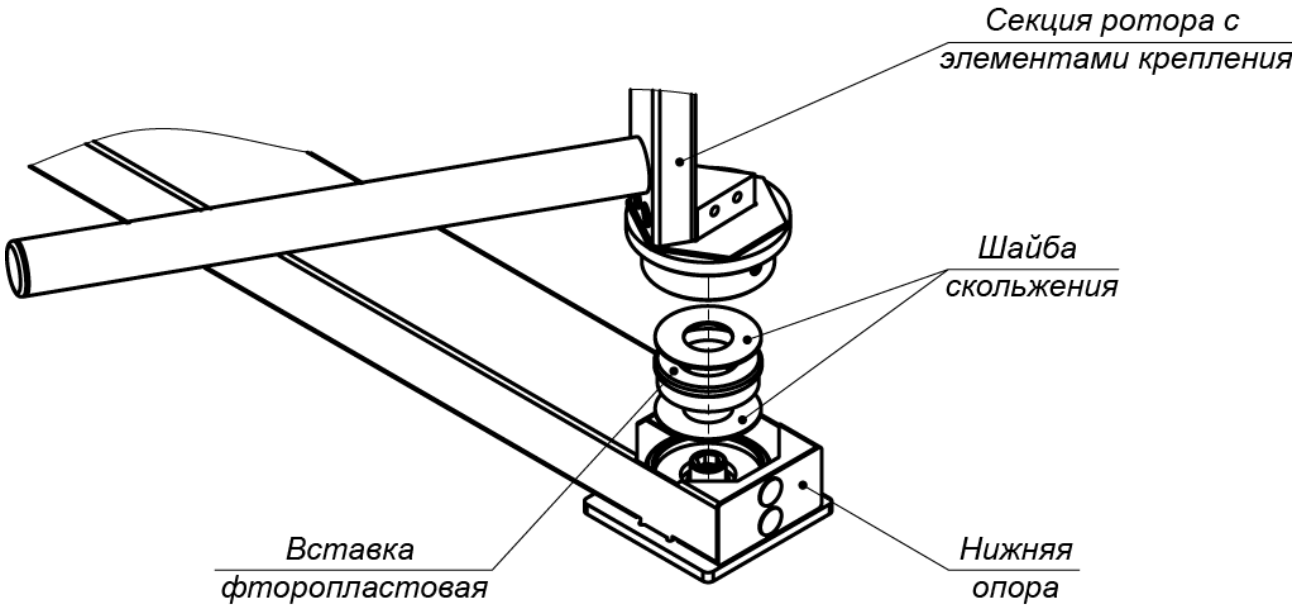

Рисунок 14. Нижний узел вращения
11. В опорных фланцах нижней опоры соберите нижние узлы вращения (3) роторов (см. рис. 14). Две шайбы скольжения и находящаяся между ними фторопластовая вставка должны лежать в каждом узле без перекосов, опираясь на всю опорную поверхность, симметрично относительно оси ротора (верхняя шайба скольжения приклеена к валу ротора). При этом гладкие поверхности шайб скольжения должны быть ориентированы на вставку. Допускается применение на поверхностях скольжения смазки типа ШРУС-4.
17. Произведите монтаж роторов (1) ИУ турникета (работайте вдвоем!), каждый в следующем порядке:
- Распакуйте секции ротора (1) (ящик №2 – ротор 1, ящик №3 – ротор 2).
- Возьмите одну из трех секций ротора, на которой закреплены соединительные вставки (элементы крепления) и хвостовики (верхний с квадратным валом и нижний цилиндрический). Заведите ее с небольшим наклоном нижним хвостовиком в нижний узел вращения (3) (см. рис. 14) и затем переведите секцию в вертикальное положение.